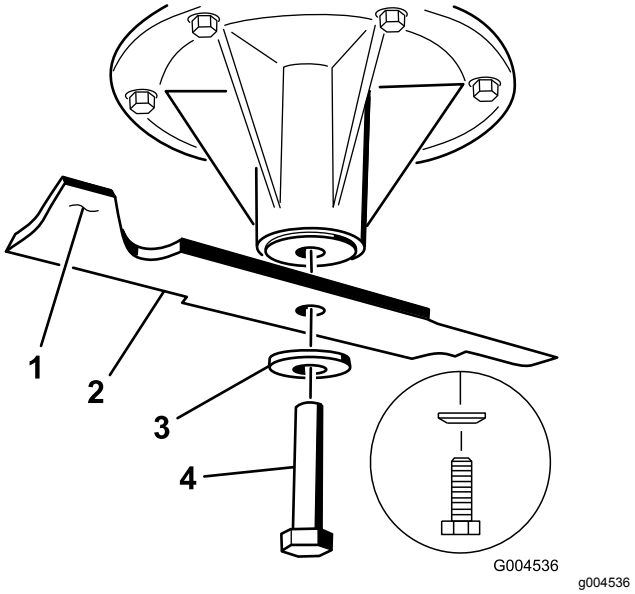

Figur 113
1. Monter kniven på spindelakselen (Figur 113).
2. Monter fjærskiven og knivbolten (Figur 113).
Merk: Fjærskivekonusen må monteres mot bolthodet (Figur 113).